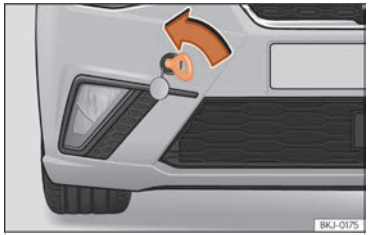

Fig. 158 Part dreta del para-xocs davanter: argolla de remolc enroscada.
- Enrosqueu l'argolla de remolc a l'allotjament girant-la al màxim **en el sentit contrari al de les agulles del rellotge** ››› fig. 158 , ››› ⓘ. Utilitzeu un objecte adequat amb el qual pugueu enroscar completament i fermament l'argolla de remolc en el seu allotjament.